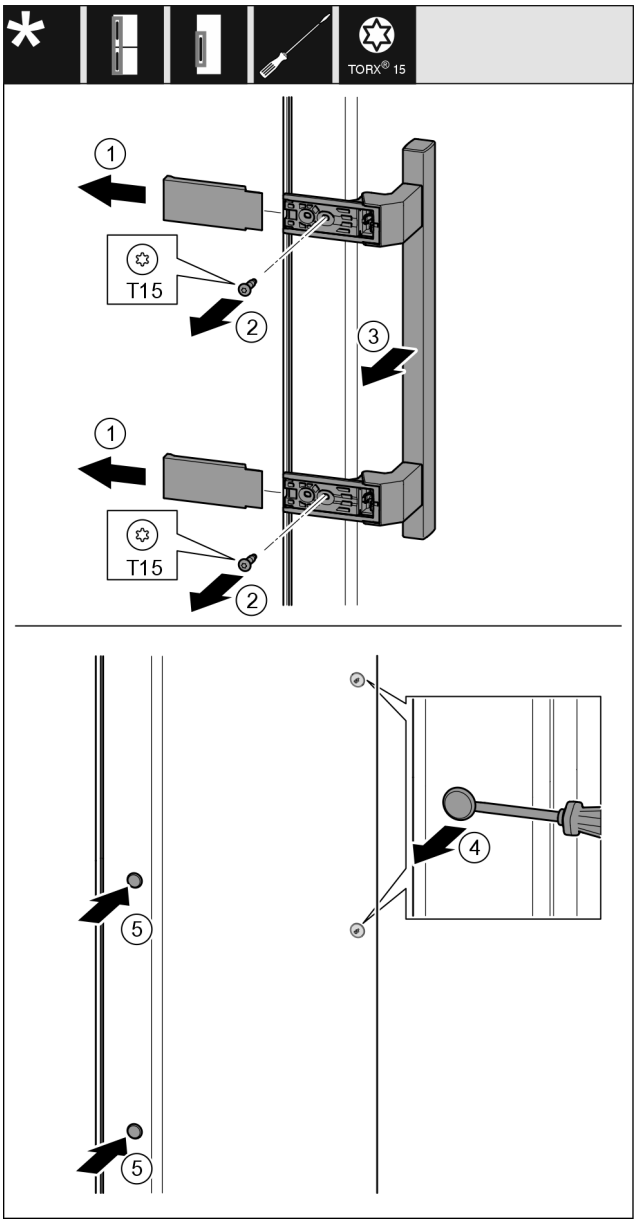

Fig. 8
- ▶ Desprindeți capacul. *Fig. 8 (1)*
- ▶ Desfaceți și demontați șuruburile cu șurubelnița Torx 15. *Fig. 8 (2)*
- ▶ Detașați mânerul. *Fig. 8 (3)*
- ▶ Ridicați și scoateți dopul lateral cu precauție cu o șurubelniță plată. *Fig. 8 (4)*
- ▶ Montați din nou dopul pe cealaltă parte. *Fig. 8 (5)*